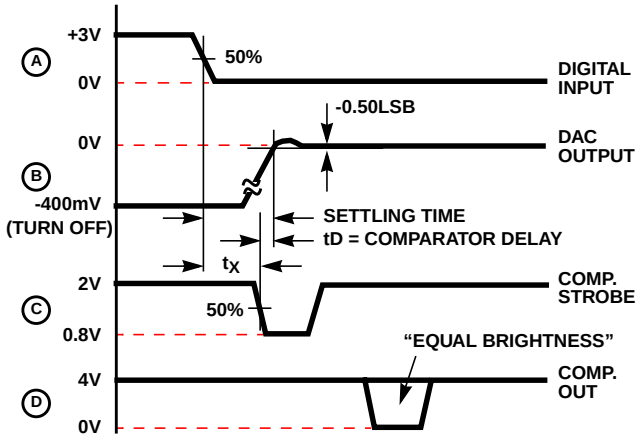

FIGURE 3B.
As shown in Figure 3B, settling time equals t_X plus the comparator delay (t_D = 15ns). To measure t_X:
- Adjust the VLSB supply for 50% triggering at COMPARATOR OUT. This is indicated by traces of equal brightness on the oscilloscope display as shown in Figure 3B. Note DVM reading
- Switch to LSB to Pulse (P)
- Measure t_X from scope as shown in Figure 3B. Settling time equals $t_X + t_D$, i.e., t_X + 15ns